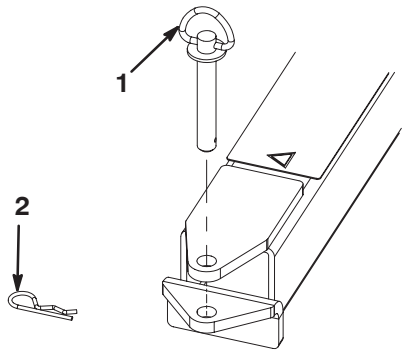

Bild 8
4. Schließen Sie die Kupplungslasche der Kehrmaschine mit dem Kupplungsstift und einem Splint an der Anhängerkupplung der Zugmaschine an (Bild 8).